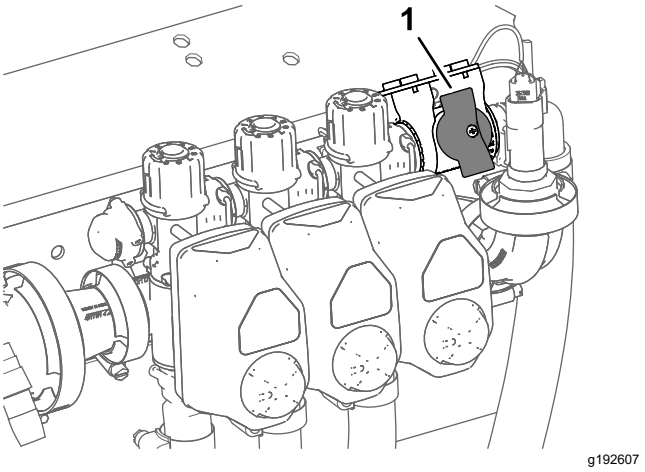

**Figur 42**
2. Sätt avstängningsventilen för sektionsöverströmning i det stängda läget genom att vrida på vredet (Figur 42).